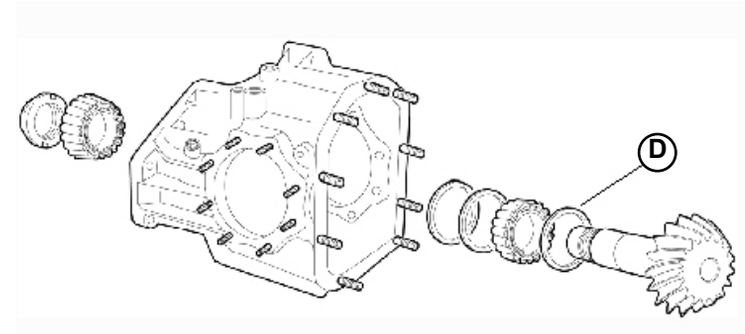

Fig.6
- In case the value in not within the prescribed values, adjust the adjusting shim (**D-Fig.6**) as follows: